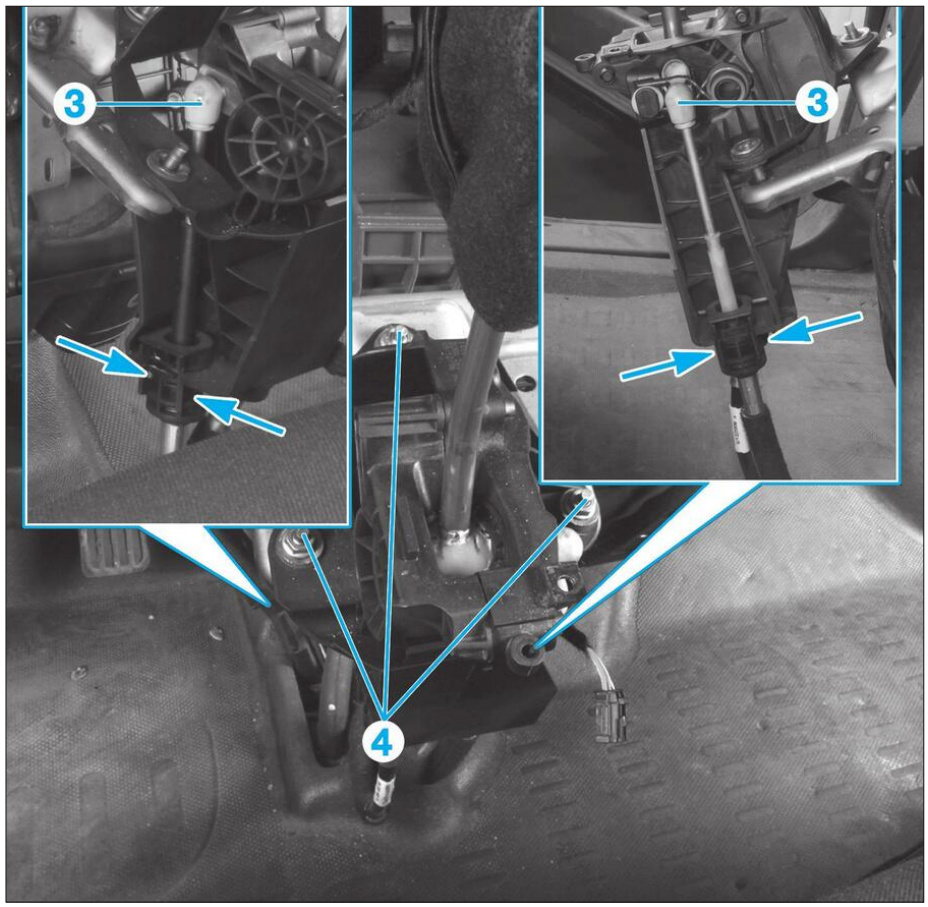

**Fig. 8**
• Désaccoupler les rotules (3) **(Fig.8)**.
• Appuyer sur les deux languettes (flèches) pour déverrouiller les attaches de maintien (4) des câbles.
- les trois écrous (4) du levier de commande,